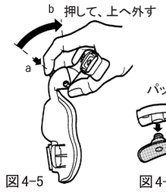

図4-5
⑧ マスクから額サポートを外すため、タブを（図4-5 a）の方向へ押し、マスクフレームから（図4-5 b）へ外してください。